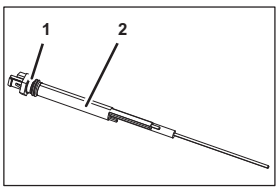

Fig. 76
4. Check the seal (Fig. 76/1) of the level electrode (Fig. 76/2) for damage.
Replace any damaged seals (Fig. 76/1).